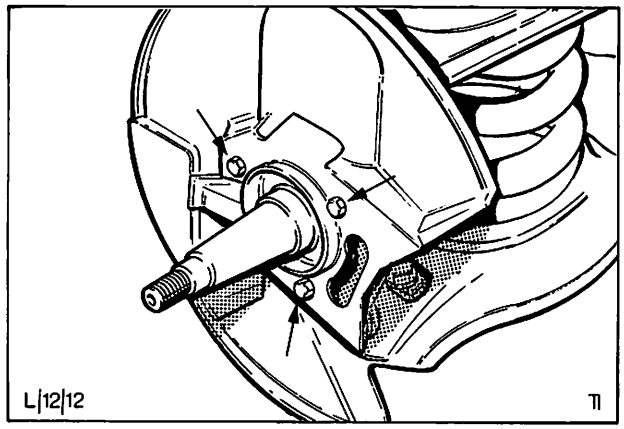

Abb. 28 Befestigungsschrauben – Spritzblech
2. Sicherungsbleche aufbiegen, Spritzblech-Befestigungsschrauben aus Achsschenkel ausschrauben und Spritzblech abnehmen, Abb. 28.